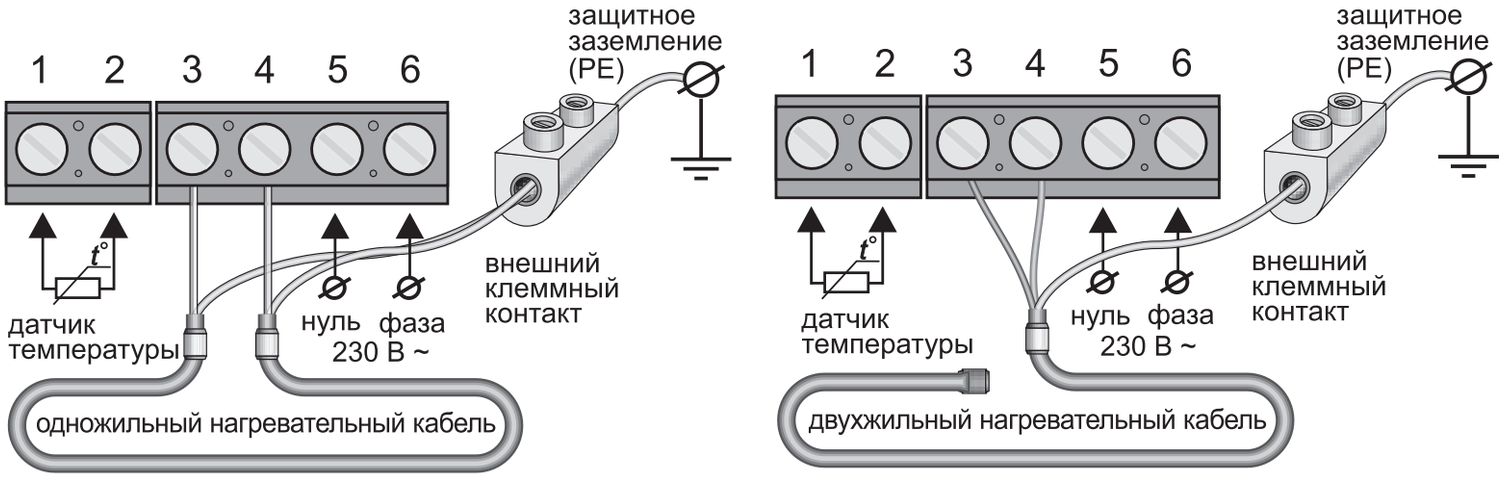

Рис. 3
Выводы нагревательной секции или мата подключаются к терморегулятору следующим образом: белый (коричневый) провод подключается к клемме **3**; голубой (светло-синий) провод подключается к клемме **4**; вывод экранирующей оплетки (желто-зеленый провод) – к линии защитного заземления (PE) через внешний клеммный контакт (не входит в комплект поставки) (рис. 3).